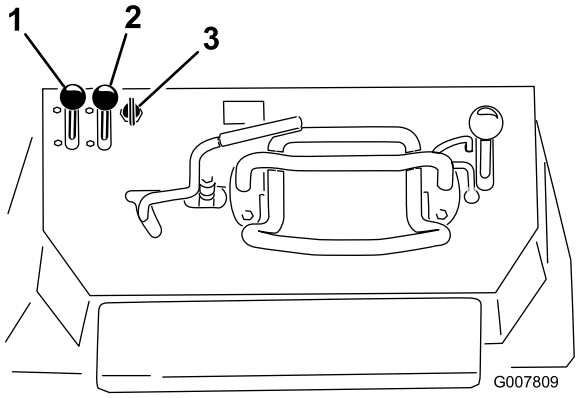

Rysunek 19
1. Ustaw dźwignię przepustnicy w położeniu pomiędzy wolnym i szybkim ruchem (Rysunek 19).
2. Ustaw dźwignię ssania do pozycji włączenia (Rysunek 19).
- W przypadku modelu z rozruchem elektrycznym, należy przekręcić kluczyk do pozycji włączenia (Rysunek 19). Kiedy silnik uruchomi się, należy zwolnić kluczyk.
4. Przesunąć powoli dźwignię ssania do pozycji wyłączenia (Rysunek 19). Jeśli silnik gaśnie lub dławi się, ustaw dźwignię ssania ponownie do przodu do momentu rozgrzania silnika.
5. Ustaw dźwignię przepustnicy w wymaganym położeniu (Rysunek 19).
1. Ustaw dźwignię przepustnicy w pozycji wolnego ruchu (Rysunek 19).
3. Przekręć kluczyk stacyjki do pozycji wyłączenia (Rysunek 19).